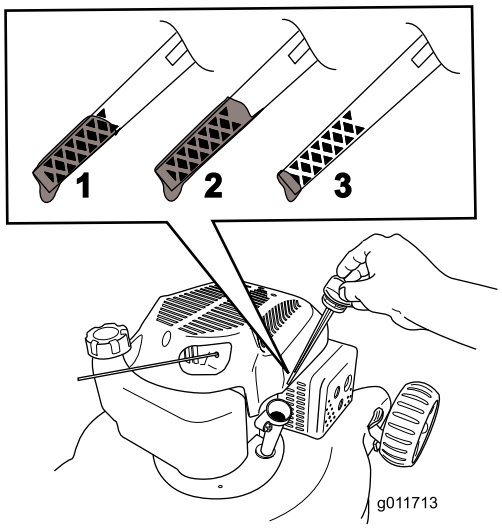

Figure 4
2. Retirez la jauge (Figure 4).
3. Versez **lentement** l'huile par l'orifice de remplissage, attendez quelques minutes puis vérifier le niveau d'huile sur la jauge, en l'essuyant sur un chiffon propre et en l'insérant dans l'orifice, **mais sans visser** le bouchon (Figure 4).
Remarque: Versez de l'huile dans le carter moteur jusqu'à ce que la jauge indique le niveau correct, comme illustré à la Figure 4. Si vous remplissez excessivement le carter moteur, vidangez l'excédent d'huile comme expliqué à la section Vidange et remplacement de l'huile moteur.